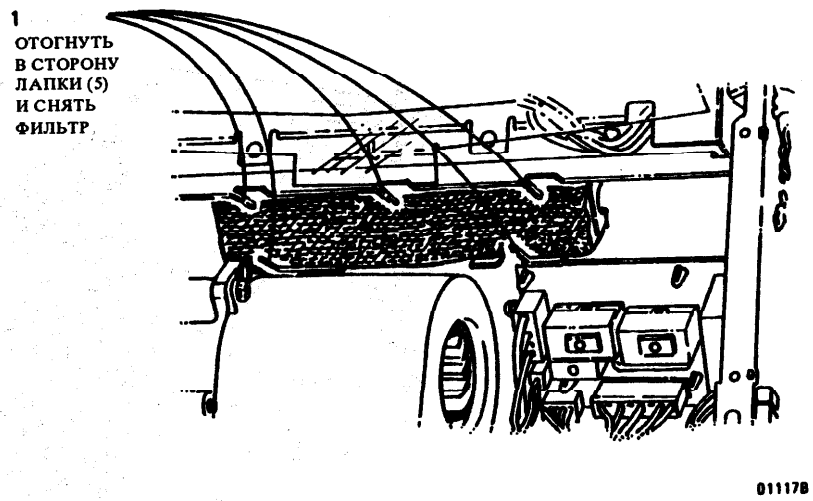

Рис. 1. Снятие противоозонного фильтра
2. (Рис. 1): снять противоозонный фильтр.